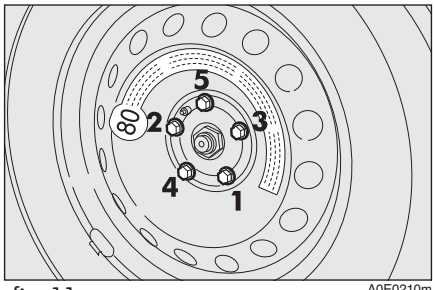

fig. 11 A0E0210m
❒ Use the wrench provided to fasten the bolts completely in a criss-cross fashion according to the sequence shown in **fig. 11**.
- ❒ Using the wrench provided, fully tighten the bolts in the sequence shown in **fig. 11**;
- ❒ lower the car and remove the jack, then, using the wrench provided tighten the bolts according to the sequence previously shown for the space-saver spare wheel **fig. 11**.